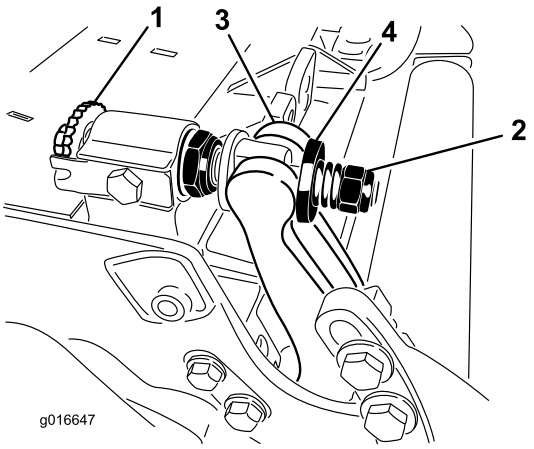

Figur 28
1. Vrid underknivsstångens justerskruvar motsols, så att underkniven förs bort från cylindern (Figur 28).
2. För fjäderspänningsmuttern bakåt, tills brickan inte längre är spänd mot underknivsstången (Figur 28).